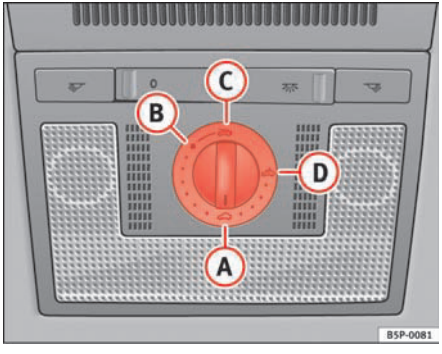

Fig. 71 Detail of the sunroof: rotary button for sliding/tilting sunroof
– Turn the rotary button to position (A) ⇒ fig. 71 ⇒ ⚠.